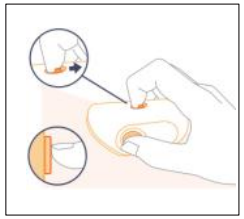
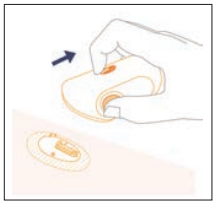

Figura 12 Deblocați știftul de siguranță și introduceți senzorul
Figura 13 Scoateți Aplicatorul
- Mutați știftul de siguranță în poziția de deblocare. Țineți aplicatorul neclintit și apăsați butoanele de eliberare pentru a introduce senzorul. După introducerea senzorului, scoateți cu grijă aplicatorul din senzor. (Figura 12 si Figura 13).